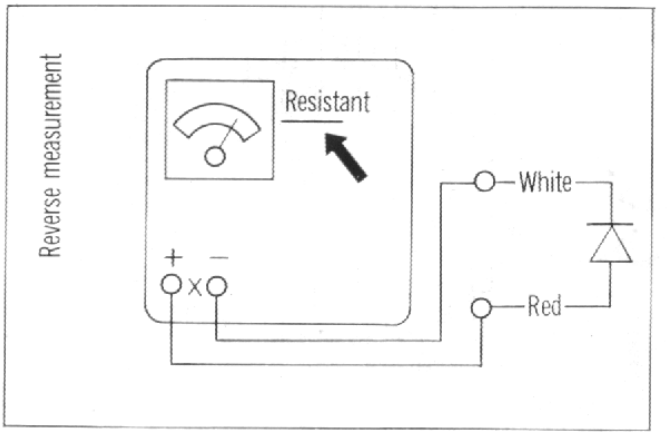

Fig. 107
c. Measuring in the reverse direction. Perform the measurement in the same manner as for the normal direction measurement but with the tester "X" terminals connected in reverse, the ⊖ connected to the white lead of the selenium rectifier and the ⊕ side to the red lead of the rectifier. The selenium rectifier is in good condition in the reverse direction if it measures over 2000Ω **(Fig. 107)**